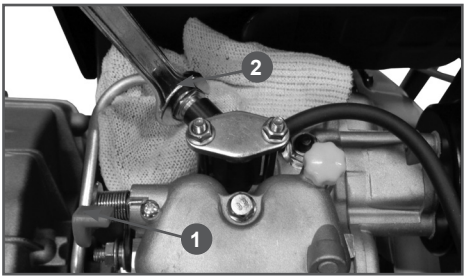

Рис. 15 Удаление воздуха из топливной системы
2. Рожковым ключом 17 мм открутите гайку 2 крепления топливной трубки высокого давления к форсунке на 1-1,5 оборота (Рис. 15). Поместите под гайкой крепления топливной трубки высокого давления кусок ветоши.
4. Нажмите вниз рычаг 1 декомпрессора (Рис. 15) и одновременно, при нажатом вниз рычаге декомпрессора, проворачивайте коленчатый вал двигателя ручным или электрическим стартером, до тех пока из ослабленного соединения штуцера насоса и трубки высокого давления топливо не начнёт выходить без пузырьков воздуха.
7. Опустите рычаг 1 декомпрессора вниз (Рис. 15). Рычаг должен зафиксироваться в нижнем положении (он автоматически вернется в исходное положение после запуска, или когда вы снова потянете за ручку стартера).
5. Одной рукой удерживайте рычаг 1 декомпрессора в нижнем положении (Рис. 15), второй рукой поверните ключ зажигания в положение «START» и, удерживая его, раскрутите двигатель до максимальных оборотов. Отпустите рычаг декомпрессора, после чего двигатель начнет запускаться, произведя первую вспышку в камере сгорания.